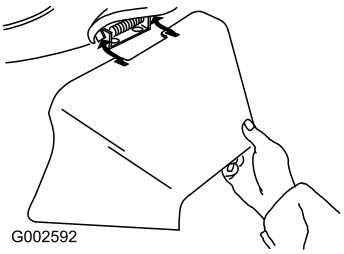

Figur 30
3. Monter sideutslippssjakten og lukk luken på sjakten (Figur 30).